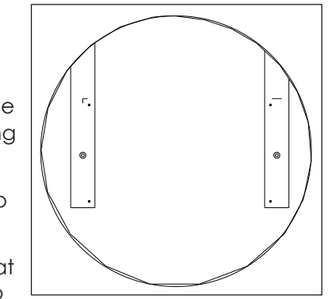

Figure 17: *Pre-Drill Holes into Tube*
4. Pre-drill $^{13}/_{64}$" [5 mm] holes into the tube at the marked mounting locations. Refer to **Figure 17**.
11. Pre-drill $^{13}/_{64}$" [5 mm] holes into the tube at the marked mounting locations. Refer to **Figure 17**.